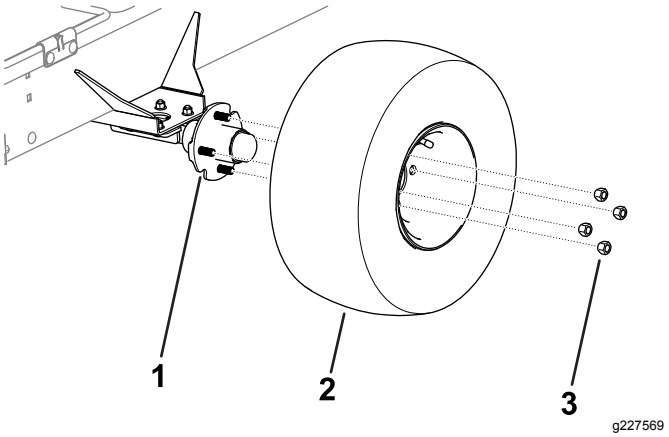

Figura 1
2. Retire as porcas que fixam os conjuntos das rodas aos eixos do atrelado (Figura 1).
3. Retire os conjuntos das rodas de ambos os lados do atrelado (Figura 1).
3. Utilize as porcas para instalar os conjuntos das rodas nos eixos; consulte (Figura 1).